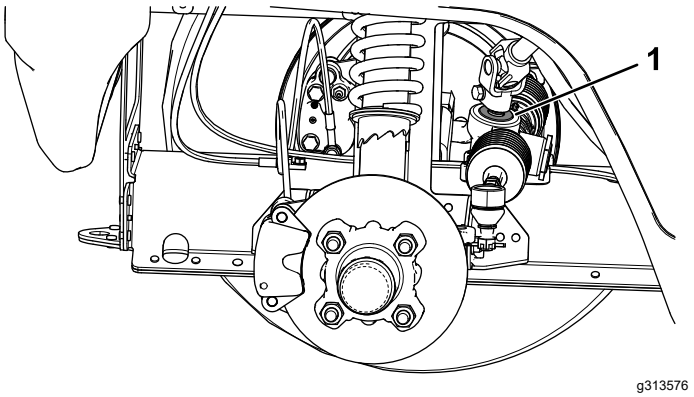

**Figur 46**
***Vigtigt:*** **Efterse drevakseltætningens tilstand og sikkerhed (Figur 46).**